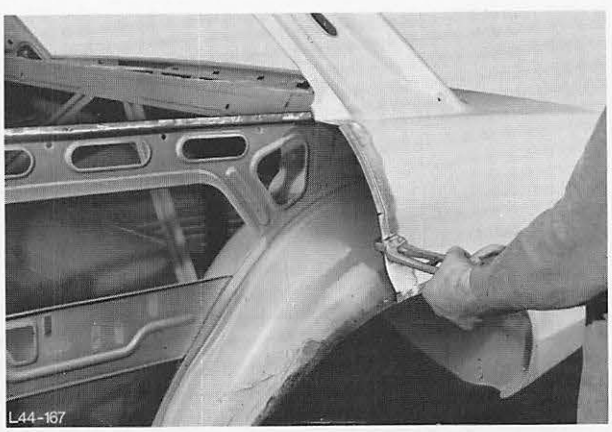

Abb. 200 Schnittkante abkanten
16. Schnittkante von Ausschnitt – Seitenwand abkanten, Abb. 200.